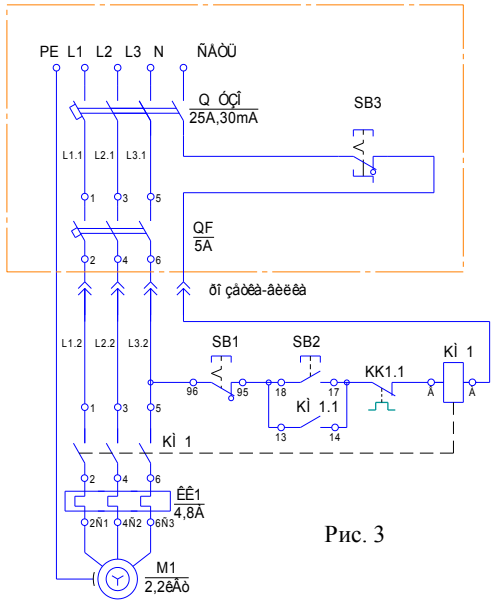

Рис. 3
5.6 Подключение Установок к источнику питания осуществляется по схеме рис. 3.